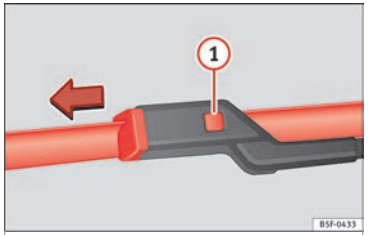

Rys. 90 Wymiana piór wycieraczek przedniej szyby.
- Nacisnąć zacisk zabezpieczający (1) ››› **rys. 90**.